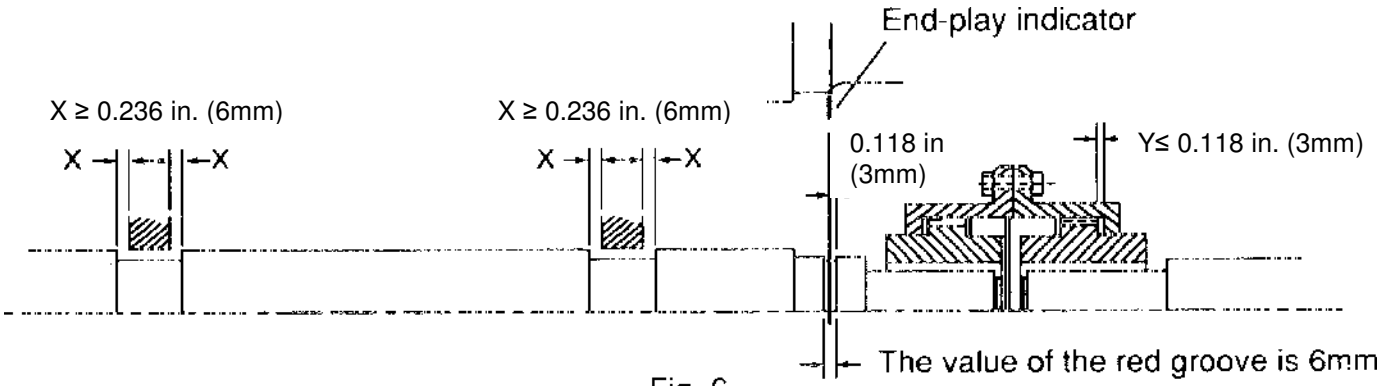

Fig. 6
(b) Unless otherwise specified, the designed end-play value X of the groove for TWMC motors in general is within 0.236 in. (6mm) as illustrated in Fig. 6. In essence, the endplay indicator is adjusted to point at the center of the groove or the drive-end shaft shoulder; thus X equals to ±0.236in (6mm) so, and the endplay value (Y) of the couplings should equal or be smaller than 0.118 in. (3mm).